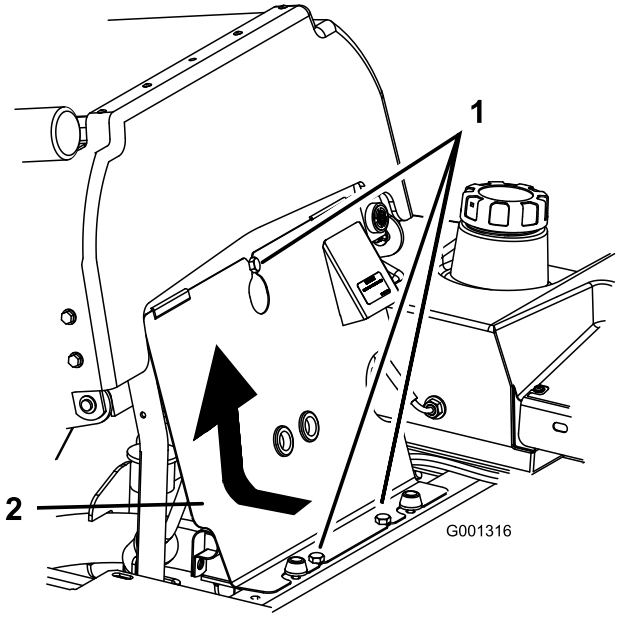

Figur 53
3. Vip sædet frem, løsn boltene, og fjern motorens frontpanel (Figur 53).